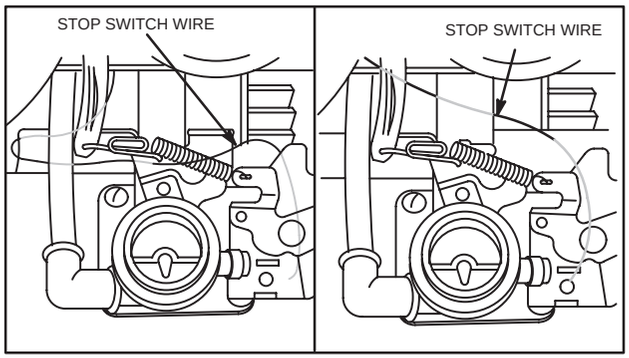

Fig. 171 – STOP SWITCH WIRES
6. Install mounting bolts. Fig. 171 shows routings of stop switch wires.